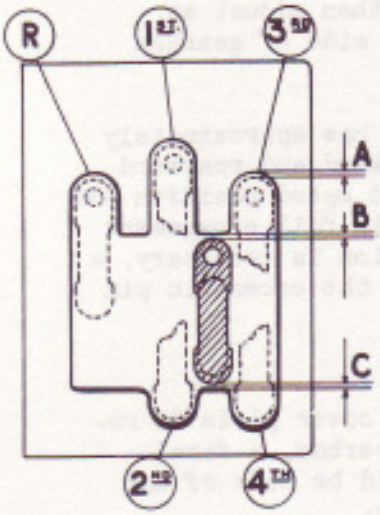

FIG.14. PLAN VIEW OF GATE.
b) Next check that there is a small gap at 'A', Fig. 14, when the change gear lever is moved into each of the in-gear positions i.e. reverse, 1st, 2nd, 3rd and 4th. If there is a difference between the front and rear gaps, the gate can be pivotted forwards or rearwards by slackening off the two 3/8" (B.S.F.) nuts on the inner side of the gate bracket. This should also give a reasonably equal clearance at gaps 'B' and 'C'.